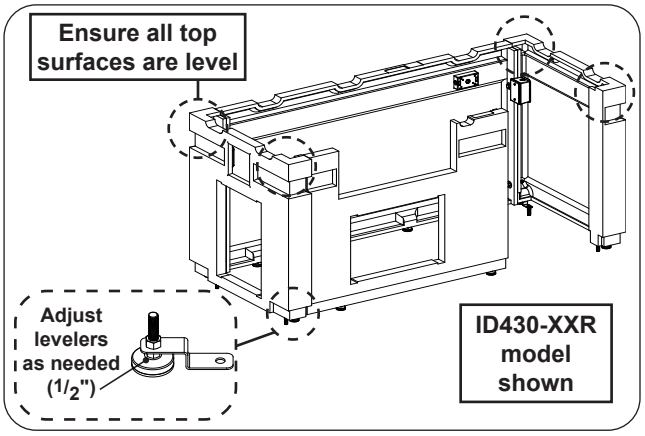

Fig. 9-1 Level assembly
1. Use the level to ensure the top surfaces of the assembly are level. The levelers at the bottom of the island may be adjusted as needed with a ½" open end wrench. See Fig. 9-1.